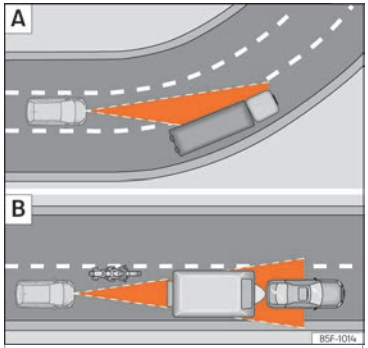

Fig. 162 A Veículo numa curva. B Motociclo que circula à frente, fora do raio de alcance do sensor de radar.
O ACC poderia não detetar em curva o veículo precedente ou poderia regular a distância com veículos que se encontram noutras faixas ››› **Fig. 162** A.
- Veículos que circulem desalinhados ou fora da zona de deteção do sensor, por exemplo, motociclos ››› **Fig. 162** B